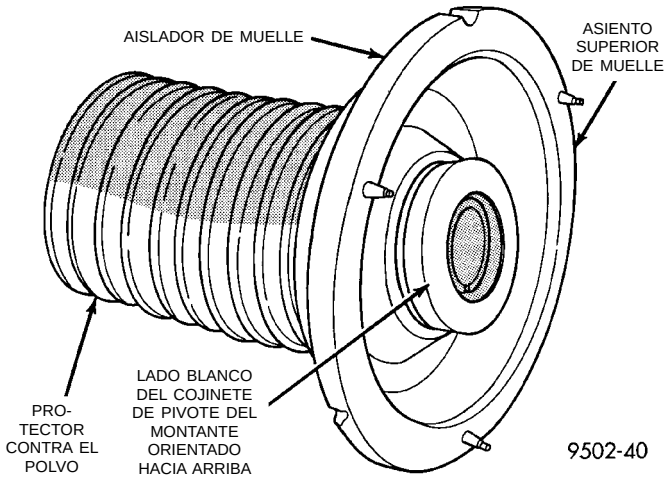

Fig. 66 Componentes del conjunto de soporte y aislador del muelle superior
(9) Inspeccione el montante para detectar cualquier condición de atascamiento del eje en todo su recorrido.
(10) Inspeccione el conjunto del soporte del montante y asiento superior del muelle (Fig. 66) para verificar lo siguiente:
- Atascamiento del cojinete de pivote del conjunto del montante. Si se reemplaza este cojinete de pivote, debe instalarse con el lado blanco hacia arriba (Fig. 66).
(11) Antes de volver a armar el montante, reemplace todos los componentes del conjunto que se encontraron desgastados o deteriorados durante la inspección.